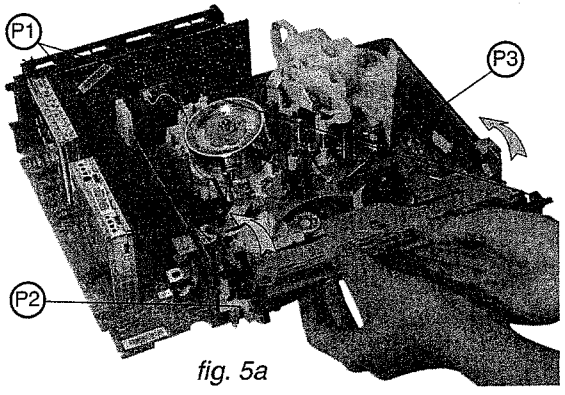

*fig. 5a*
**WIEDEREINBAUEN:** *(Abb. 5a, 5b, 5c und 7)*
- Die vorderen Ansätze des Kassettenträgers wie in Abb. 5a dargestellt einsetzen.
**REFITTING:** *(fig. 5a , 5b,5c and 7)*
- Move the pins at the front of the cassette holder as shown in figure 5a.